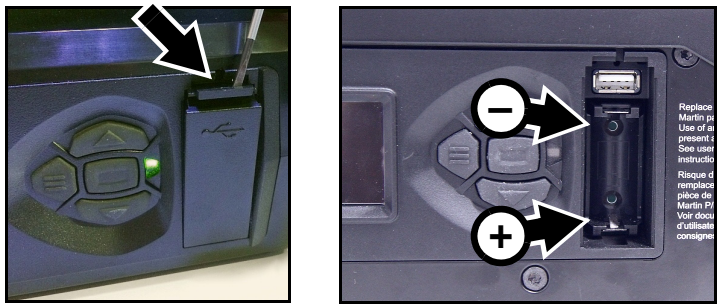

**Figure 10 : Changement de pile**
2. Voir Figure 10. Poussez sur la languette (repérée ci-contre) avec un petit tournevis plat pour ouvrir le compartiment pile/USB et déposez le capot.